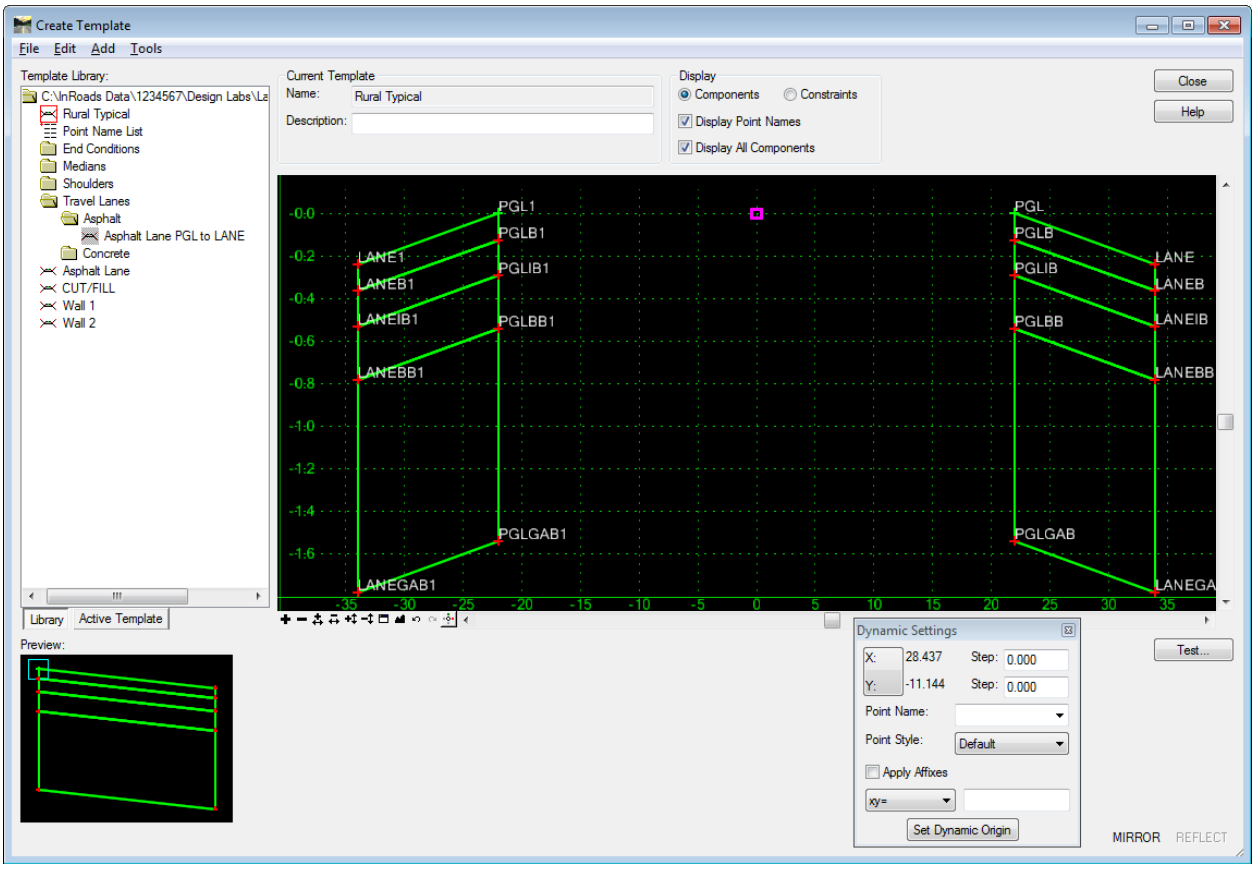

Figure L7-82 Create Template
- **Fit** the view and ensure your view matches that shown in *Figure L7-82*.